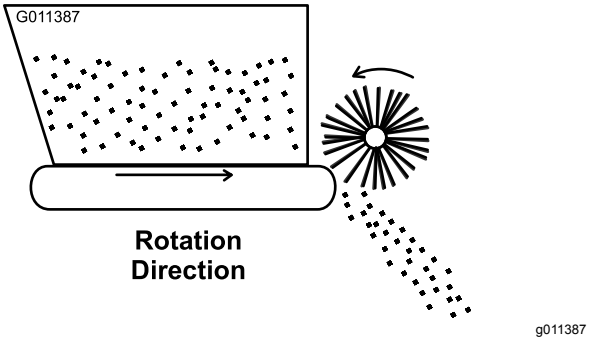

Figuur 18
4. Start de motor van het voertuig en test de draaiing van de transporteur en de borstel. Beweeg de hydraulische afstandbedieningshendel van het voertuig naar de stand DRAAIEN. De draaiing moet eruitzien als op Figuur 18. Als de onderdelen in de tegenovergestelde richting draaien, dienen de snelkoppelaars te worden omgedraaid.